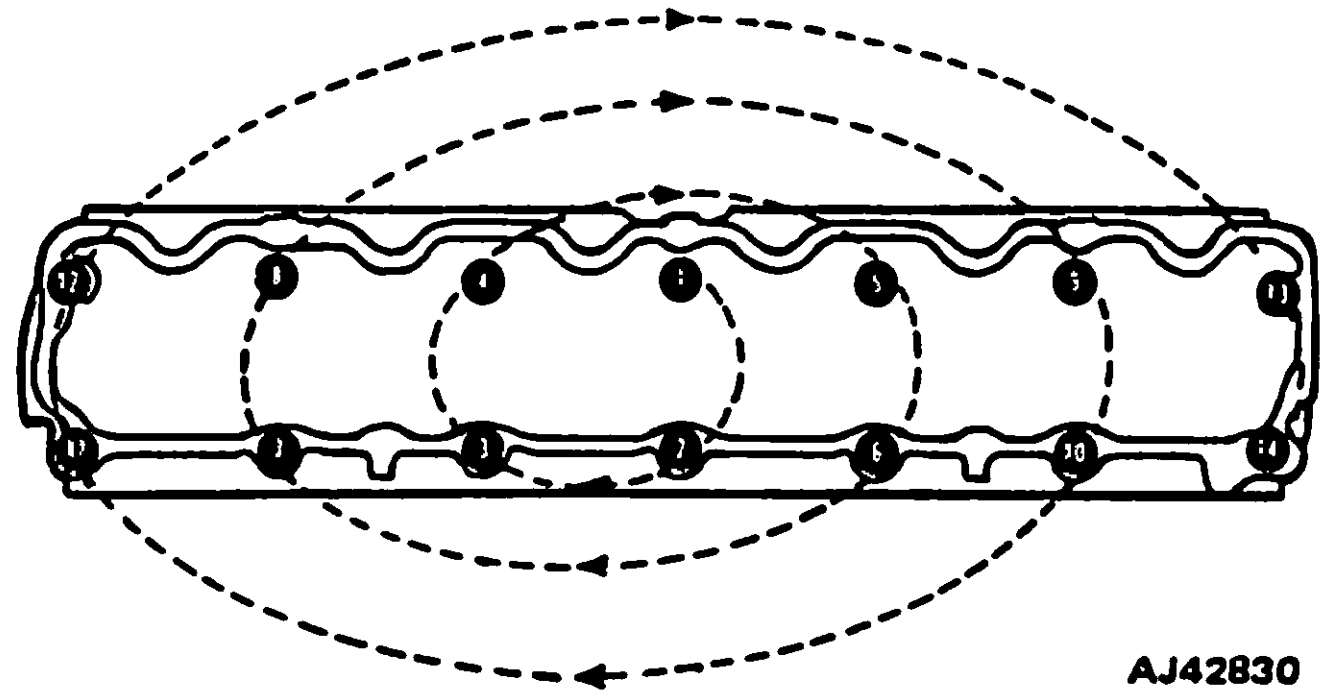

Fig. 1B-69 Cylinder Head Tightening Sequence
(4) Apply an even coat of Perfect Seal sealing compound, or equivalent, to both sides of replacement head gasket and position gasket flush on block with word TOP facing upward.
(5) Install cylinder head. Tighten bolts in sequence with 85 foot-pounds (115 N•m) torque (fig. 1B-69).
(6) Connect battery negative cable.
(7) Install ignition coil and bracket assembly.
(8) Install spark plugs and connect ignition wires.
(9) Attach air conditioning compressor mounting bracket to cylinder head, if removed.
(10) Install intake and exhaust manifolds. Refer to figure 1B-68 for correct tightening sequence. Refer to Intake Manifold Replacement for procedure.
(11) Install alternator bracket on head. Install alternator, belt and adjust tension. Refer to Chapter 1C—Cooling Systems for procedure.
(12) Install power steering bracket and pump. Adjust belt tension. Refer to Chapter 1C—Cooling Systems for procedure.
(13) Install air pump bracket on head. Install air pump and belt. Adjust belt tension. Refer to Chapter 1C—Cooling Systems for procedure.
(14) Install each push rod in its original location.
(15) Install rocker arms and bridge and pivot assemblies in original locations. Loosely install capscrews for each bridge and tighten capscrews alternately, one turn at a time, to avoid damaging bridge. Tighten screws with 19 foot-pounds (26 N•m) torque.
(16) Install cylinder head cover. Use silicone rubber (RTV) sealant.
(17) Connect coolant hoses to thermostat housing and fill cooling system to specified level. Refer to Cooling System Specifications, Chapter 1C. Install temperature sending unit.